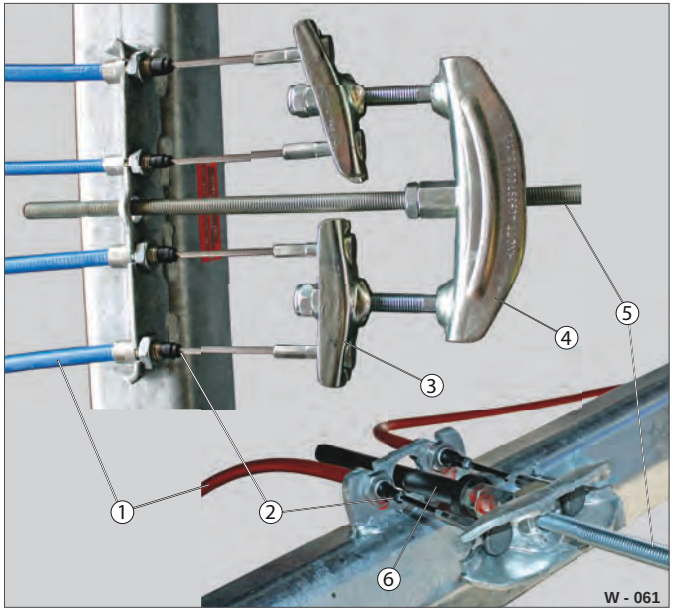

Fig. 50 Tandemudligning: Smøresteder
Tandemudligningen sikrer ensartet bremsevirkning på alle hjulbremserne. Samtlige wiretræk (Fig. 50 /1) skal være indstillet og smurt korrekt. Bremsestangholderen (Fig. 50 /6) forhindrer bremsefejl.
- ▶ Smør de fritliggende bremsewirer (Fig. 50 /2) med fedt.
- ▶ Gennemfør om nødvendigt en efterjustering af tandemudligningen (Fig. 50 /3).